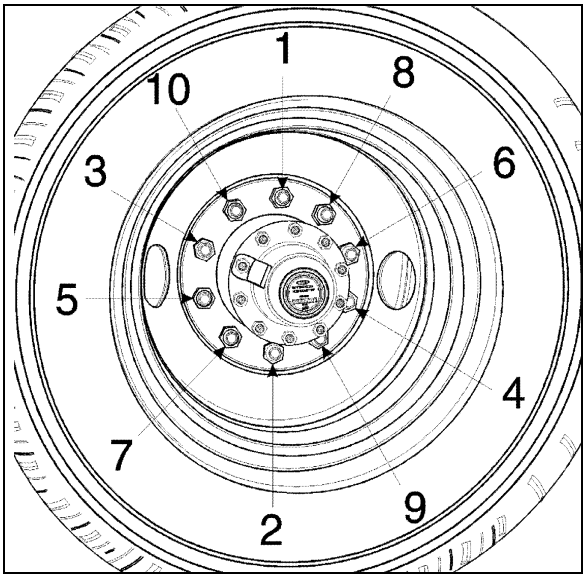

FIGURE 2: TIGHTENING SEQUENCE 13018
It is also important that wheel stud nuts be tightened alternately on opposite sides of the wheel. Refer to Figure 2 for the suggested tightening sequence.
Tighten stud nuts progressively as shown in figure 2. The final tightening should be done with a torque wrench. Tighten stud nuts to 450 - 500 ft-lbf (610 - 680 Nm) for aluminum as well as steel wheels.
2. Screw in the hex stud nuts (refer to Figure 2 for sequence) so that wheel will position itself concentrically with hub. This is important, otherwise wheel may be eccentric with hub and will not run straight. In this initial step, slightly tighten the nuts to correctly position the wheel;